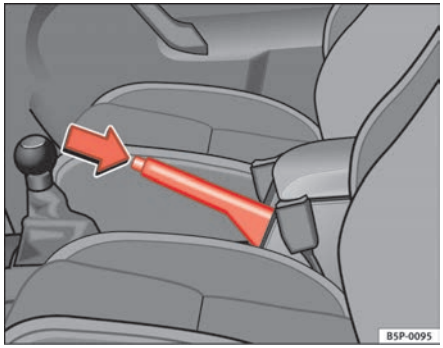

Fig. 146 Handbrake between the front seats
– Pull the handbrake lever up firmly ⇒ fig. 146.
– Pull the lever up slightly and press the locking knob in the direction of the arrow ⇒ fig. 146 and guide the handbrake lever down fully ⇒ ⚠.